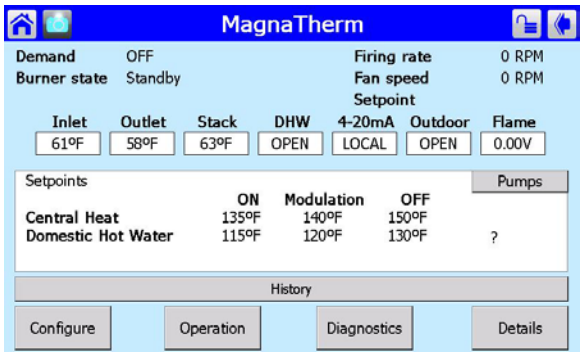

Fig. 34 - Status Summary Screen Showing Setpoint Information
2. The Status Summary page for that controller will appear. This shows the current operating condition of that controller, and also shows some of the configuration settings. See Fig. 34.